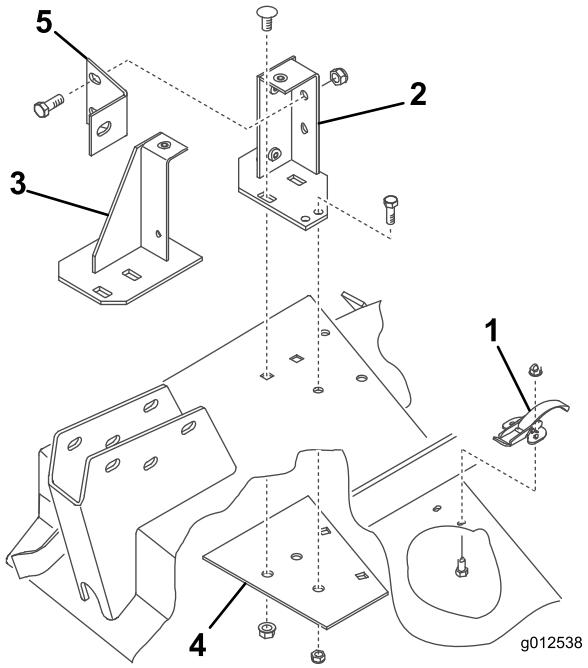

図 9
1. 右側デッキカバーのスプリングラッチを刈り込みデッキの右側に固定しているねじ類を外す 図 9。ラッチは右側カバーと共に保管する。
2. ブロアと取り付けブラケットを、デフレクタを取り付けていた穴に合わせてデッキの上にセットする。図 9 はブロアなしのブラケットのみを示している。ブロアと刈り込みデッキとの間にすきまを作らないようにすること。
3. 新しい補強プレートをデッキ裏側にセットするデフレクタを取り付けていた穴に合わせる 図 9。
4. 前後のブラケットと補強プレートをデッキに取り付ける先に外したキャリッジボルト3/8 -16 x 7/8 インチ2本とフランジナットを使用する図 9。ボルトの頭がデッキの上に来るように取り付けること。
7. ブラケットと補強プレートをデッキに取りつけるボルト直径 8.7mmとロックナットを使用する 図 9。ボルトの頭がデッキの上に来るように取り付けること。
8. ブロアのブレースを固定する後取り付けブラケットへの固定はボルト3/8-16 x 1 インチ2本とロックナット図 9、キャスタアームへの固定にはボルト3/8-16 x 1 インチを使用する。